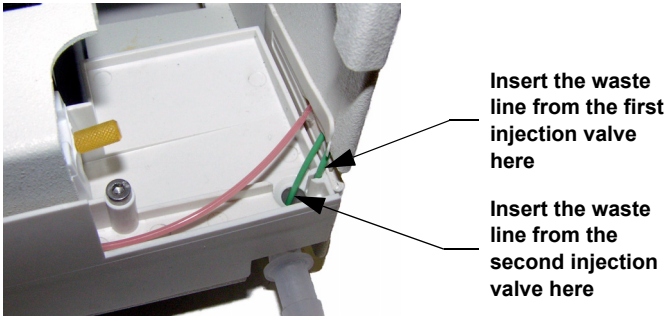

Figure 5-18. Injection Valve Waste Line Connections for Dual Valves
2. Insert the waste line from the second injection valve into the larger drain line opening (see Figure 5-18).